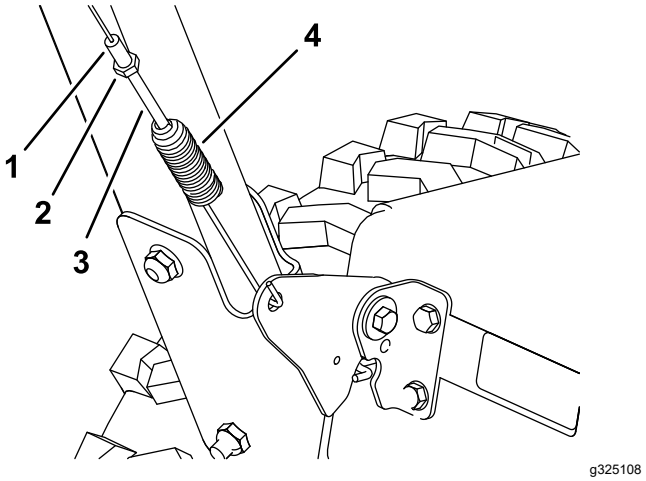
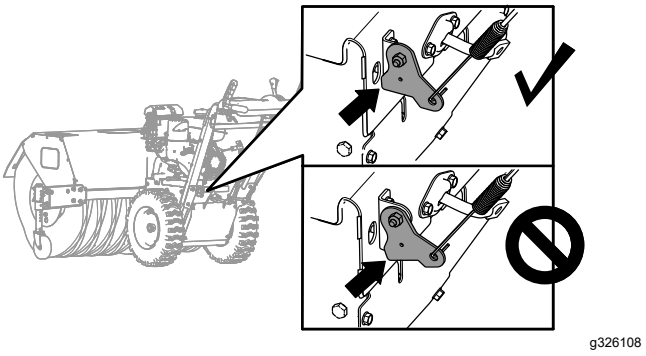

Figuur 34
Figuur 35
1. Draai de contramoer los (Figuur 34).
2. Verdraai de instelling van de veerdruk tot de kabel strak staat (Figuur 34) en de onderkant van de beugel de bovenplaat van de machine raakt (Figuur 35).
3. Draai de contramoer vast (Figuur 34).